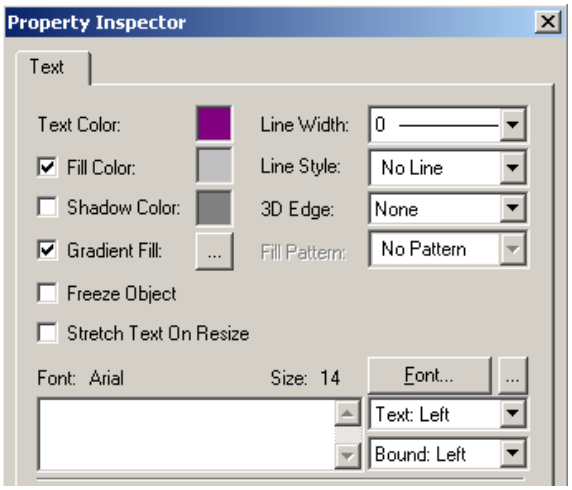

Figure L2.10 - Configuration for Text Label 2
19. Lastly, change the Text Color: to a dark purple (Red: 128; Green: 0; Blue: 128). Your finished configuration for this label should look similar to Figure L2.10. Click "OK."